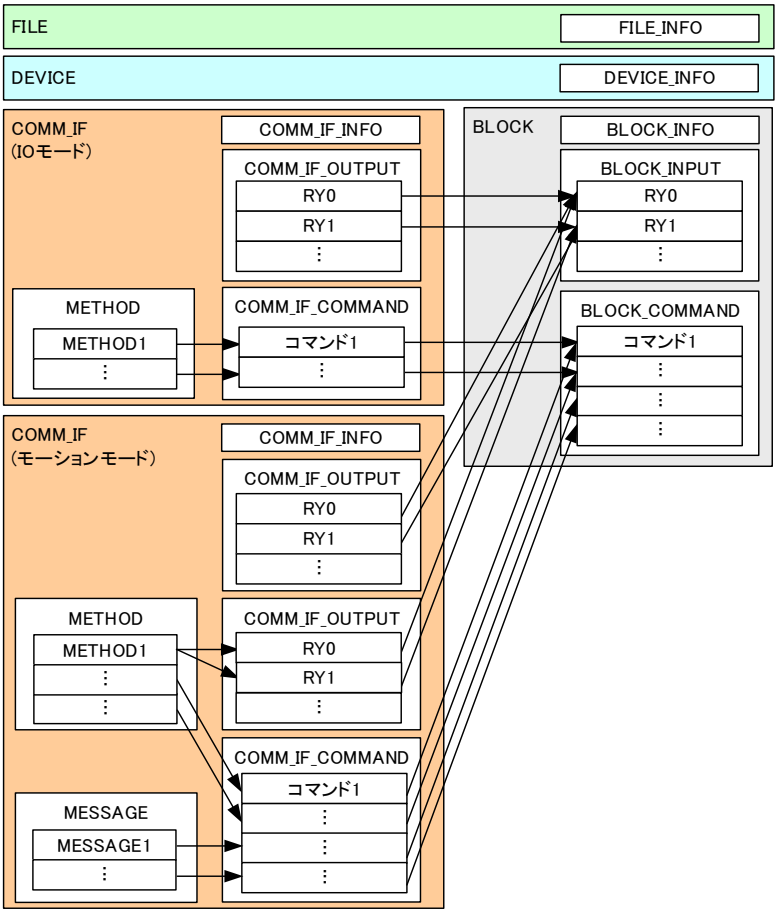

図 4-16 ステーションモードが変更可能なCC-Link IE TSN機器の例
- ステーションモードの情報は、COMM_IF_INFO パートの要素 StationMode(5.3.1.3 項(53)を参照)で記述します。【必須】各モードを切り替え可能な機器の記述イメージを図 4-16 に示します。